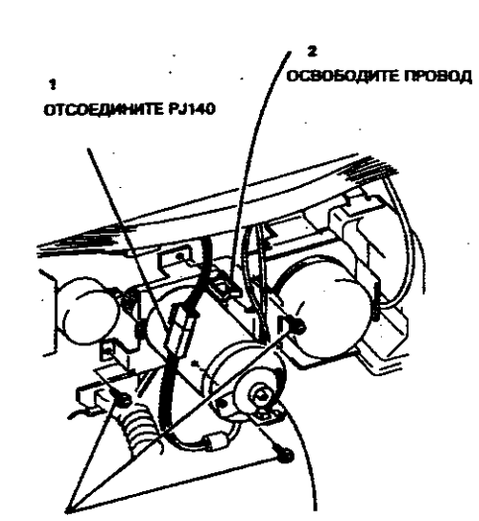

**Рисунок 1. Снятие двигателя подачи проявителя**
3. (Рисунок 1) Снимите двигатель подачи проявителя.